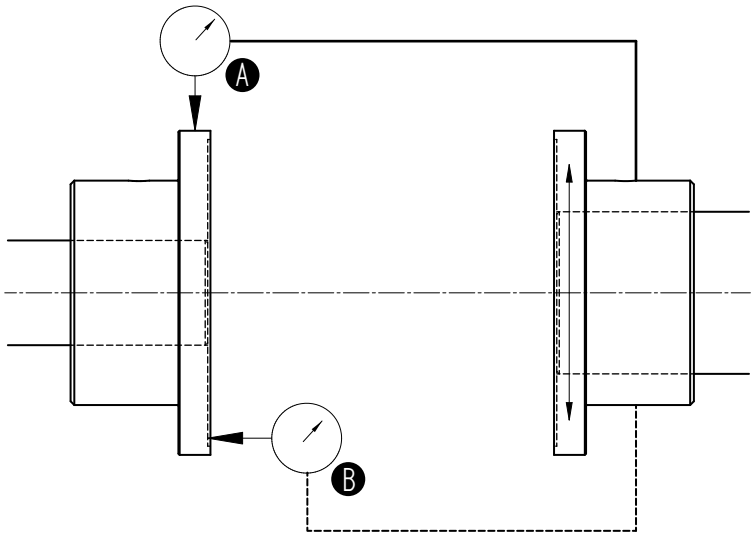

Figuur 3: Uitlijnen van de koppeling, A= Parallel, B= Hoek.
Gebruik voor koppelingen een meetklok zoals figuur 3 getoond. De uitlijnwaarden zijn maxima voor continubedrijf, zie paragraaf 3.4.4 "Uitlijntoleranties".
1 Plaats meetklokje (A) op de koppelingshelft motorzijde, zie figuur 3.
1 Plaats meetklokje (B) op de koppelingshelft motorzijde, zie figuur 3.